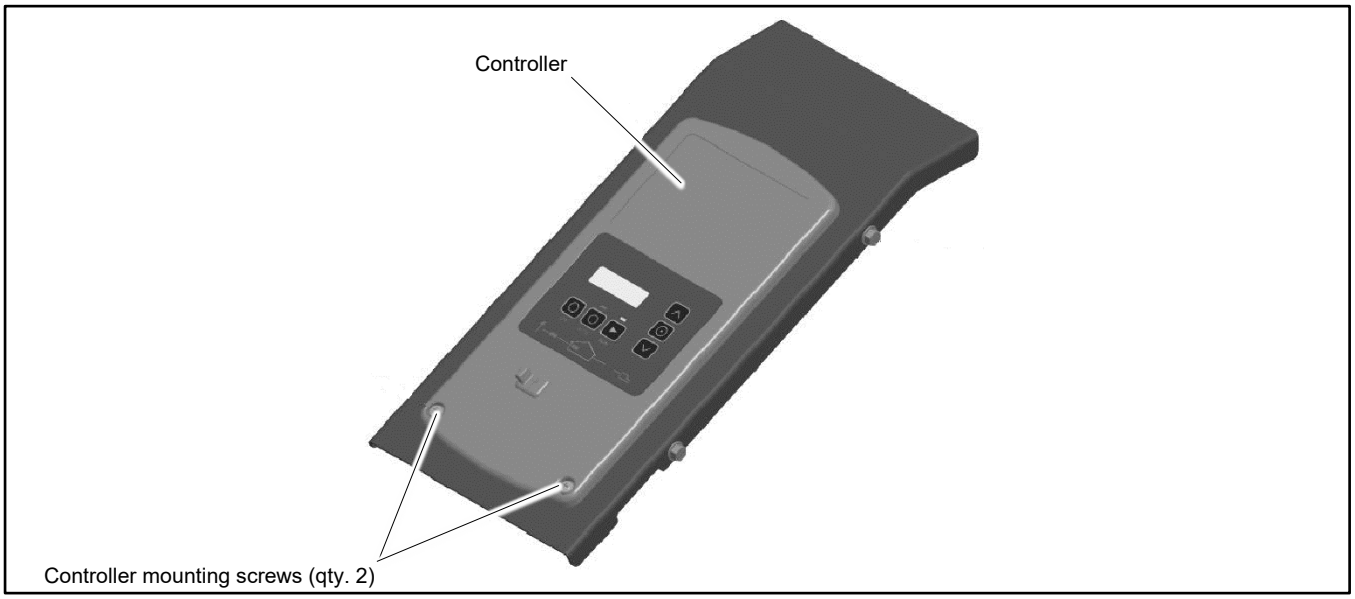

Figure 34 Controller Mounting
5. Remove the two (2) screws securing the controller to the junction box and *carefully* lift the bottom edge of the controller. See Figure 34.